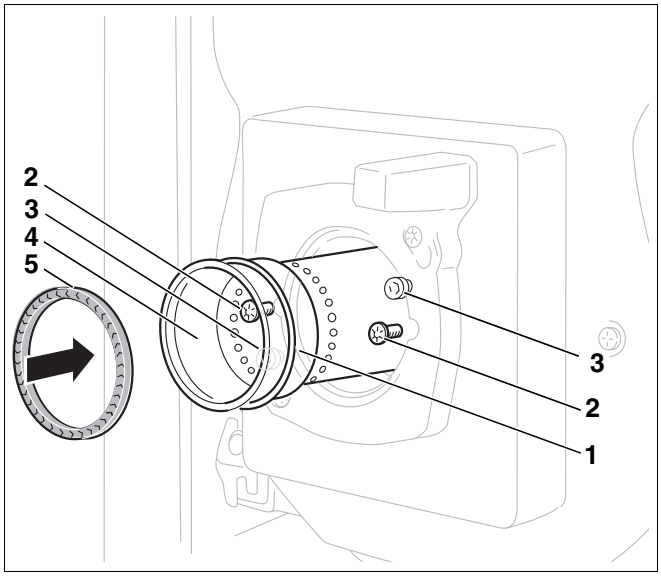

Rys. 37 Wymiana rury palnika i kontrola uszczelki
- Odkręcić obie śruby mocujące (rys. 37, **poz. 2**).
- Wyjąć starą rurę palnika (rys. 37, **poz. 4**).
- Zamontować nową rurę palnika (rys. 37, **poz. 4**) i o-ring (rys. 37, **poz. 1**).
- Przed zamontowaniem palnika sprawdzić uszczelkę (rys. 37, **poz. 5**, strona 34) znajdującą się między systemem mieszającym a rurą palnika.
- Włożyć uszczelkę do rury palnika (rys. 37, **poz. 5**, strona 34).
- Nałożyć palnik na obie śruby znajdujące się w kołnierzu palnika (rys. 37, **poz. 3**, strona 34).
- Dokręcić w lewo do oporu i dociągnąć śruby mocujące (rys. 37, **poz. 2**, strona 34).